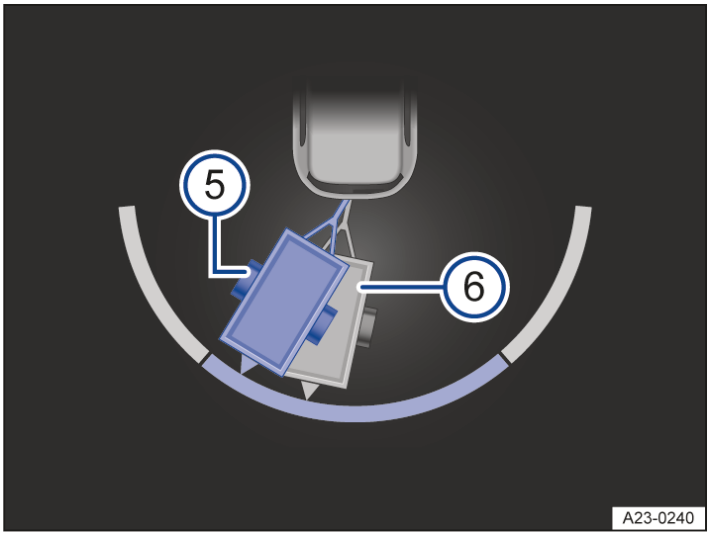

Fig. 2 In the instrument cluster display: Adjust the trailer angle.
A representation of the current position of the vehicle and trailer is shown in the instrument cluster display to help guide you → *fig. 2* (6).